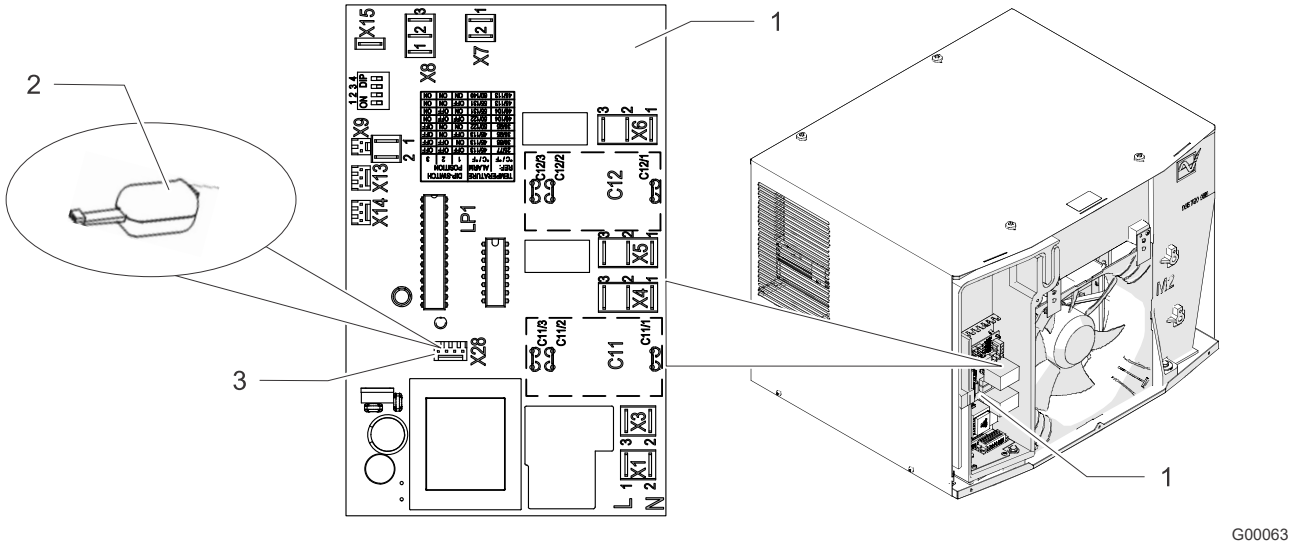

Рис. 24: Сервисный интерфейс
- Присоединение для USB-адаптера (Рис. 24, Поз. 2) отмечено на электрической схеме X28 (Рис. 24, Поз. 3) идентифицирующим обозначением.
1. Снять переднюю панель, см. раздел «Подготовка устройства– снять переднюю панель», Страница 35. Доступна плата контроллера (Рис. 24, Поз. 1) с сервисным интерфейсом X28 («Запчасти и дополнительные принадлежности», Страница 68, Поз. 3).